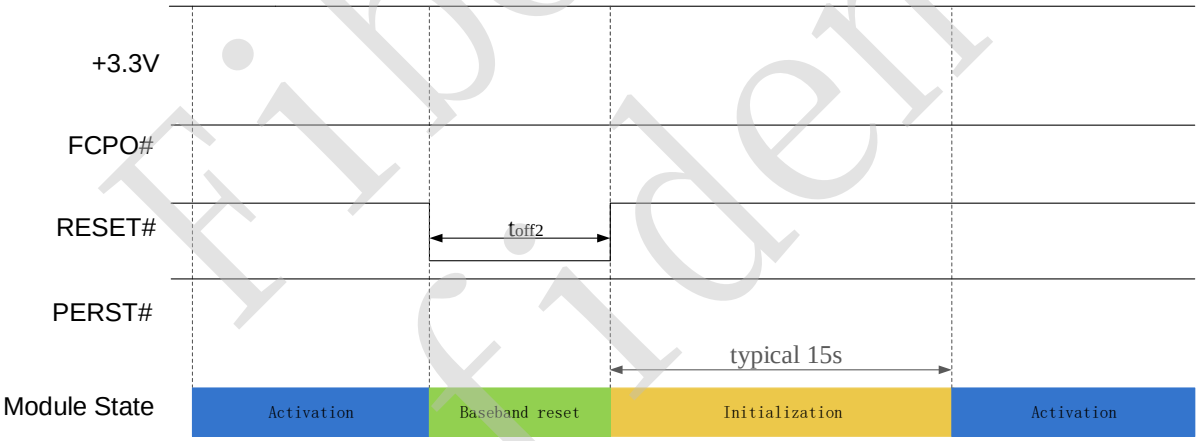

Figure 3-8 Reset control timing1st
- Reset timing 1st in Figure 3-8, PMU of module internal always on in reset sequence, recommend using in FW upgrade and module recovery;
Modem FW upgrade / Modem recovery	Refer to section 3.3.3 Figure 3-8 Reset control timing1st